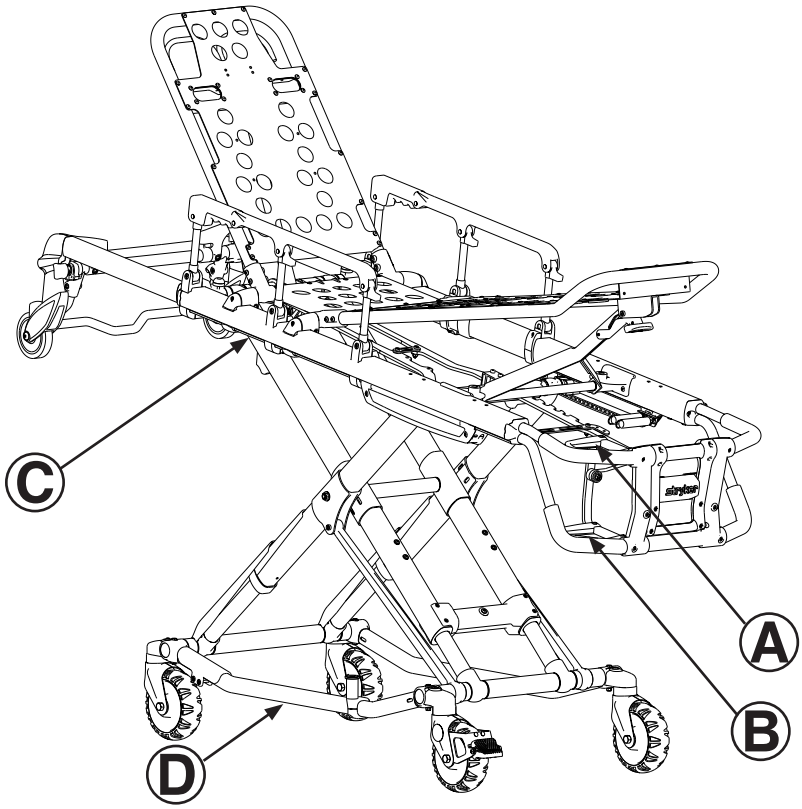

Figura 13
1. El operador situado en el extremo inferior aprieta la manija de desbloqueo (A o B) mientras sujeta con firmeza las barras de elevación (véase la figura 13).
2. El operador que se encuentre a la derecha o la izquierda del paciente (dependiendo de la ubicación de la manija de desbloqueo) alcanza la manija de desbloqueo situada en el punto medio de la plataforma de la camilla (C). Ambos operadores deberán levantar la camilla hasta que no haya peso sobre el mecanismo de seguro (aproximadamente 6,35 mm) (véase la figura 13).
4. **Operador 1**: agarre la estructura de la camilla en el extremo inferior. Levante el extremo inferior de la camilla hasta que no haya peso sobre el mecanismo de seguro. Presione y mantenga presionada la manija de desbloqueo (A o B, tal como se muestra en la figura 13 en la página 6-26).